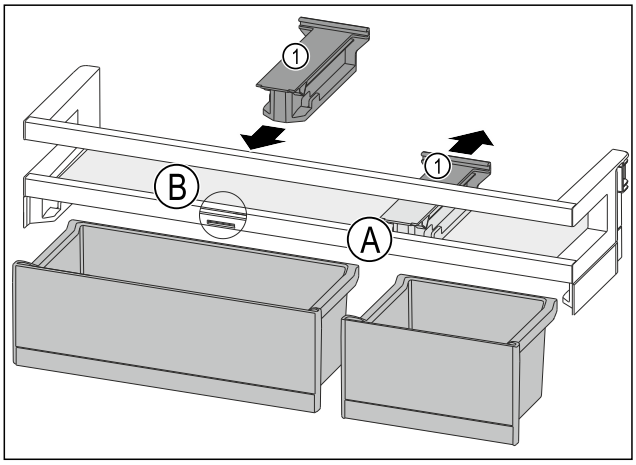

Fig. 190
▶ Take off the holding part *Fig. 190 (1)* in position *Fig. 190 (A)* backwards.
▶ Insert the holding part *Fig. 190 (1)* in position *Fig. 190 (B)*.